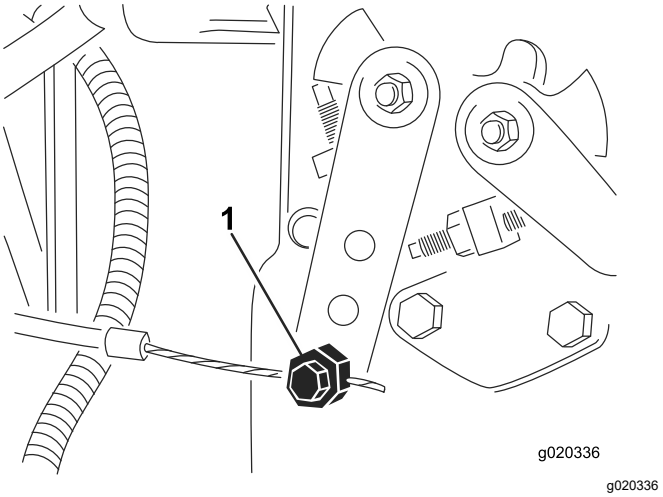

Rysunek 79
3. Poluzuj nakrętkę mocującą linkę przepustnicy do ramienia pompy wtryskowej (Rysunek 79).